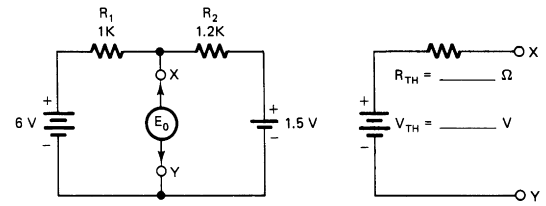

FIGURE 3-10B Circuit with two voltage sources.
1. Calculate V_{TH} for the circuit shown in Fig. 3-10B. Label these values on the diagram.
2. Construct the circuit of Fig. 3-10B using 6 V from the power supply or a battery and a 1.5 V dry cell as the other power source.